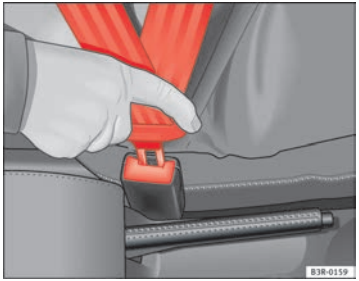

Fig. 11 Belt buckle and latch plate of seat belt
– Insert the latch plate into the buckle for the appropriate seat and push it down until it is securely locked with an audible click ⇒ page 23, fig. 11.